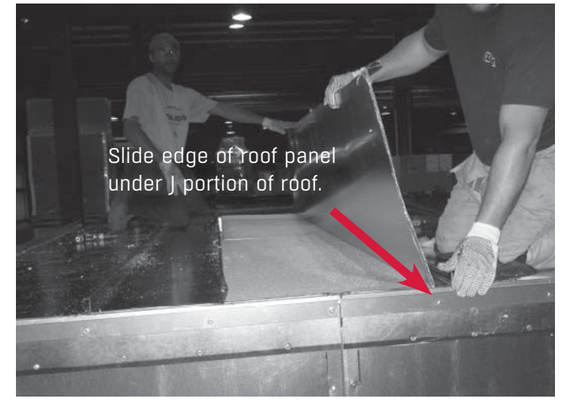

FIGURE 13
18) Insert one edge of roof panel as shown and rotate into place (See **FIGURE 13**).